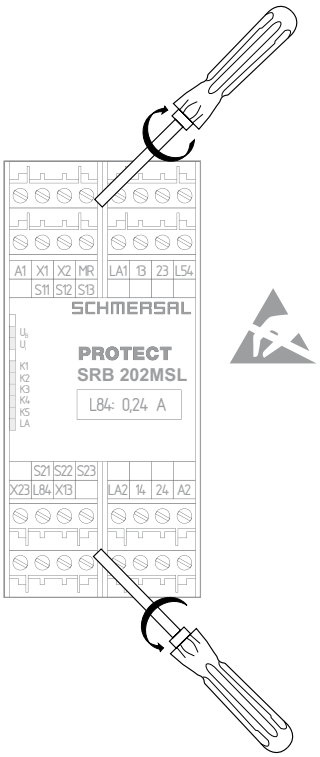

Fig.2
- Para o ajuste da saída de sinalização L84 é necessário abrir o invólucro. Para abrir o painel frontal, insira uma chave de fendas no rebordo superior e inferior da tampa e levante-a ligeiramente (ver Fig. 2). Com o painel frontal aberto devem ser cumpridos os requisitos de proteção contra descarga eletrostática. O painel frontal deve ser recolocado ao terminar o ajuste.